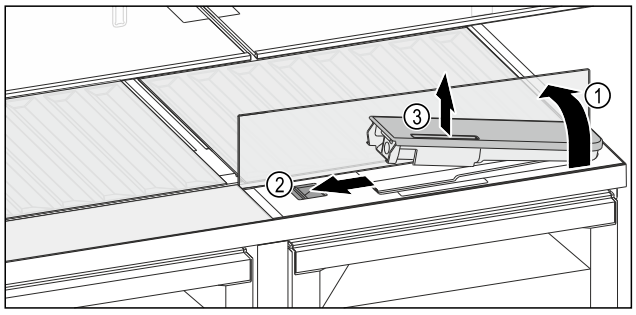

*Fig. 129*
▶ Levante la plancha de cristal y pliéguela hacia detrás hasta que haga tope *Fig. 129 (1)*.
▶ Desplace el control deslizante *Fig. 129 (2)* hacia la izquierda.
▶ Retire el depósito de agua *Fig. 129 (3)*.